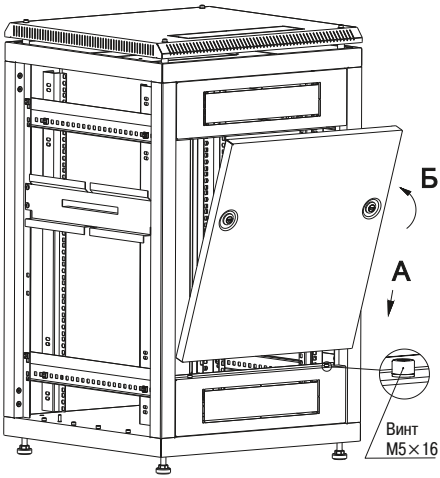

Рисунок 9 – Установка панели задней в шкаф
3.2.2 Для установки панели в шкаф необходимо установить два винта М5×16 с цилиндрической головкой в нижний ввод кабельный, затем состыковать круглые посадочные отверстия панели с винтами, установленными на нижнем вводе кабельном, затем перевести язычки замков в положение «закрыто» (рисунок 9).